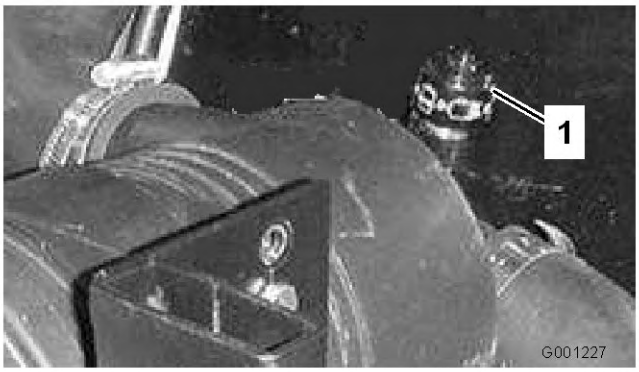

Figure 45
- Faites l'entretien du filtre à air quand l'indicateur de colmatage (Figure 45) est rouge ou toutes les 400 heures (plus fréquemment si vous travaillez dans une atmosphère extrêmement poussiéreuse ou sale). N'effectuez pas l'entretien du filtre à air trop souvent.
9. Réarmez l'indicateur de colmatage (Figure 45) s'il est rouge.